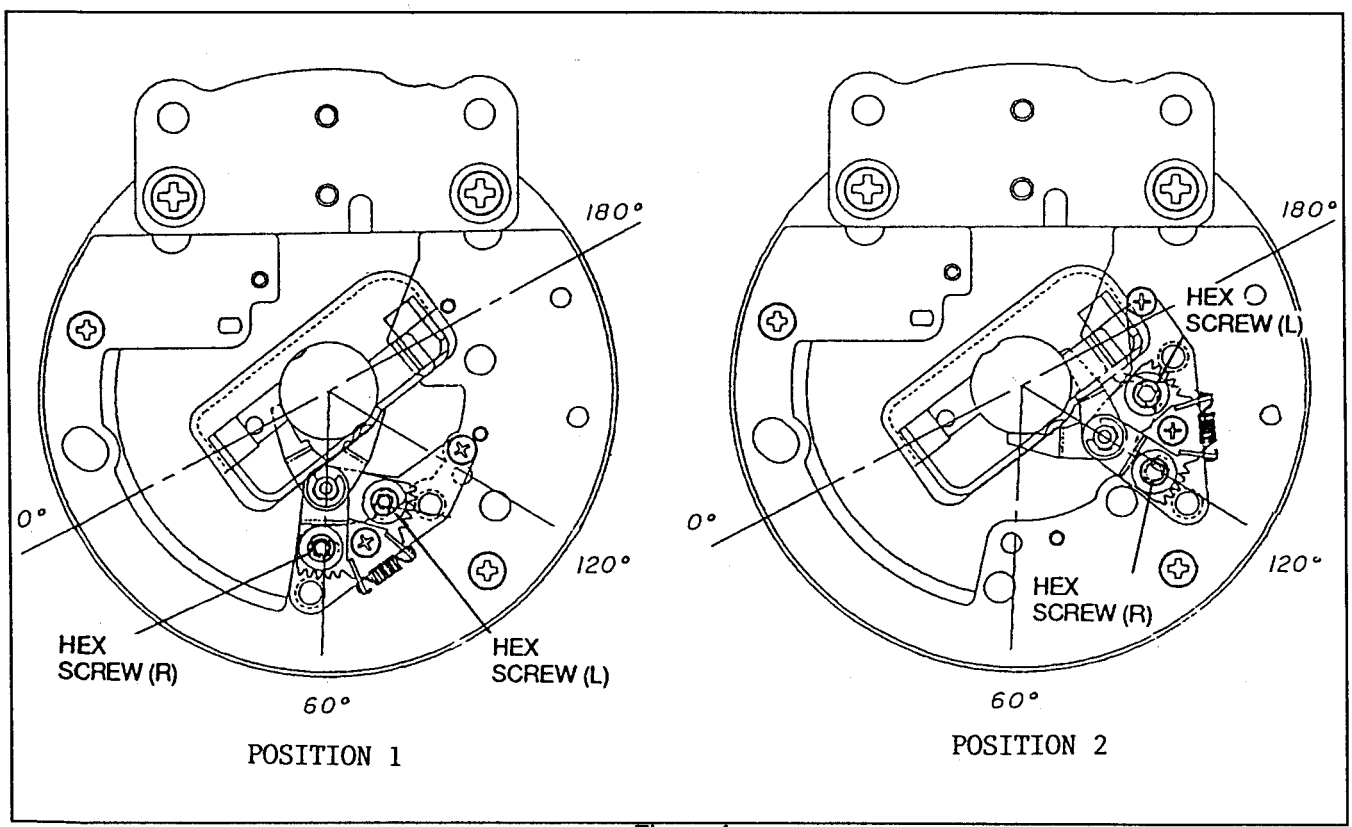

Figure 4
1) Remove the screw (L)(refer to Figure 4).
1) Remove the screw (R)(refer to Figure 4).